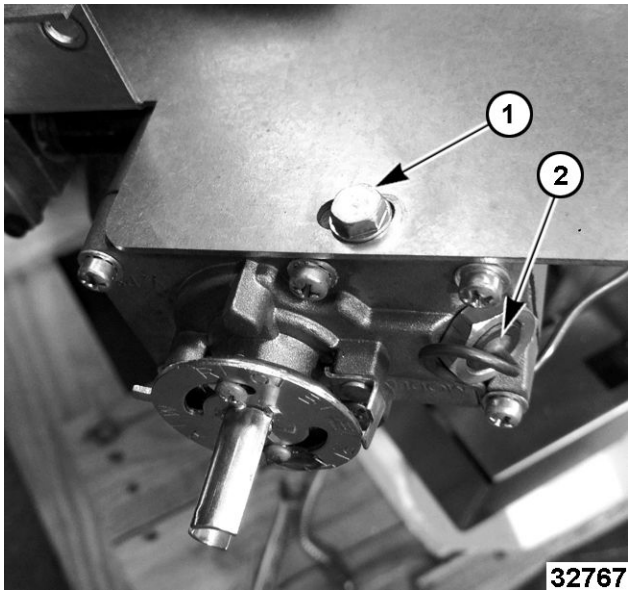

**Fig. 28**
3. Remove screw (1, Fig. 28) securing temperature control to gas mount bracket.
Remove capillary (2, Fig. 28).